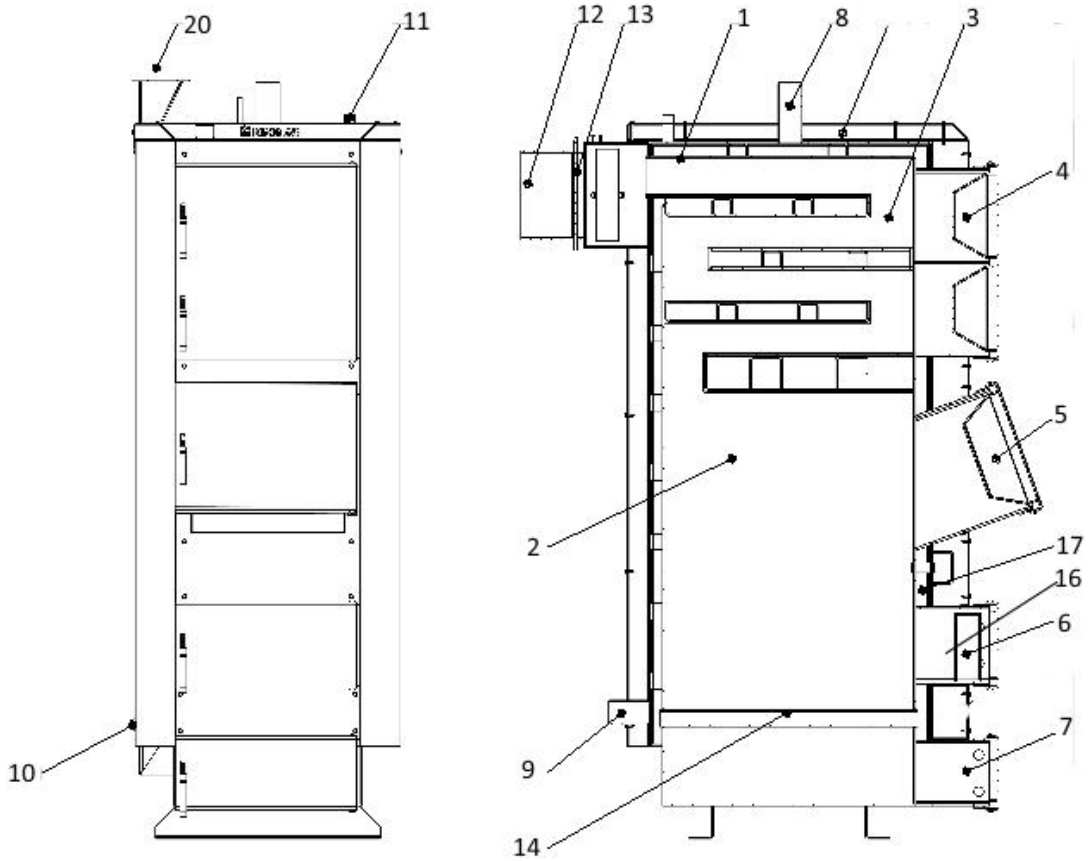

Рисунок 4 – Зовнішній вигляд та основні елементи котла типу КТК та КТК (п)
Конструктивно котел являє собою збірно-зварену конструкцію, що складається з корпуса (поз. 1, рис. 4) з камерою згоряння (топкою) (поз. 2, рис. 4). Над топкою розташована конвекційна частина котла (поз. 3, рис. 4), що являє собою високоефективний чотирьохходовий теплообмінник.
Корпус котла виконаний в формі паралелепіпеду з подвійними стінками, які розділені водними перегородками (поз. 17, рис. 4). На зовнішній поверхні корпуса під декоративною обшивкою закріплена теплова ізоляція. (поз. 18, рис. 4). Паливо для процесу спалення завантажується на колосникові грати (поз. 14, рис. 4) крізь завантажувальні дверцята (поз. 5, рис. 4). Колосникові грати виконані з товстостінних безшовних труб по яких постійно циркулює вода з водяної оболонки котла, що унеможливлює їх прогорання. Згоряння палива в топці відбувається за участю повітря, яке постачається під колосникові грати припливним вентилятором (поз. 20, рис. 4). Кількість повітря, необхідного для процесу згоряння, регулюється автоматично блоком автоматики управління (поз. 19, рис. 4).
Підведення і відведення теплоносія здійснюється відповідно через патрубки зворотної мережної води (поз. 9, рис. 4) і прямої мережної води (поз. 8, рис. 4).
Топочні гази виходять у димохід крізь боров (поз. 12, рис. 4), розташований у задній частині котла. Боров обладнано вбудованим дросельним клапаном продуктів згоряння – шибером (поз. 13, рис. 4). У випадку надто високої тяги у димоході шибер дає можливість її знизити шляхом часткового перекривання вихідного отвору борова.
У верхній частині корпуса котла розташований штуцер для встановлення групи безпеки котла (поз. 11, рис.4).
На бічній стінці корпуса у нижній її частині розміщено штуцер для зливу води з котла (поз. 10, рис. 4).
- дверцята для періодичного обслуговування (чищення) конвекційної частини котла (поз. 4, рис. 4);
- ревізійний дверцята (поз. 6, рис. 4) для періодичного чищення колосникових грат;
- дверцята зольника (поз. 7, рис. 4) для можливості спорожнення висувної полиці – зольника.